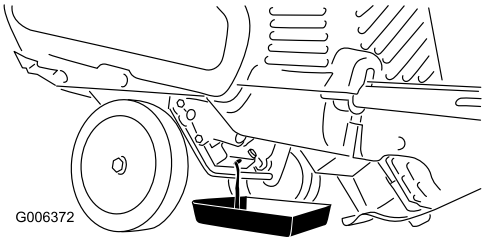

Figure 25
3. Place an oil drain pan under the oil drain plug, remove the oil drain plug, and tip the snowthrower backward and drain the used oil in the oil drain pan Figure 25).